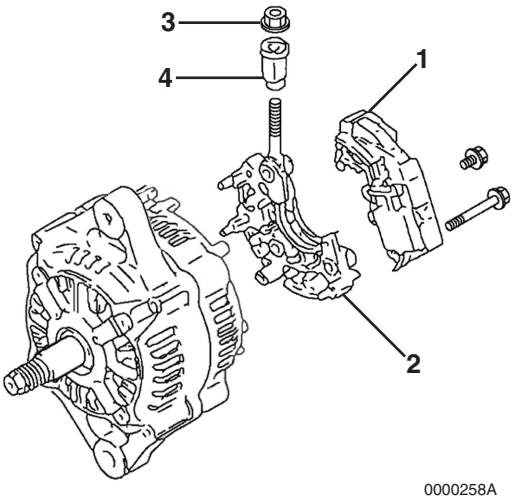

Figure 11-16
6. Reinstall the insulation bushing **(Figure 11-16, (4))** and nut **(Figure 11-16, (3))**.
7. Reassemble the regulator assembly **(Figure 11-16, (1))** to the holder **(Figure 11-16, (2))**.